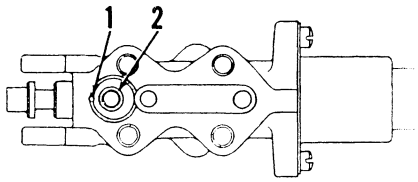

*Fig. MH35—Top view of Massey-Harris Pony control valve with hydraulic lines pad removed.*
When reinstalling control valve to the cylinder, make certain that the two "O" ring gaskets are properly located between the parting surfaces of the control valve and cylinder. When reinstalling the hydraulic lines pad to the control valve, make certain that the "O" ring gasket (2—Fig. MH35) is properly located, and that the pad gasket does not cover relief port (1). Tighten the four round head pad attaching screws to a torque of 7-9 foot pounds **only**. Remove hood and fill reservoir up to baffle; start engine and operate power lift several times; then fill reservoir up to baffle again, and replace hood.
72. **LOSS OF LIFTING POWER.** Indicates that hydraulic lines pad gasket on control valve is covering relief port (1—Fig. MH35) or the "O" ring gaskets which are located between the control valve and cylinder, hydraulic lines pad and control valve, hydraulic lines pad and reservoir, and/or reservoir and pump, are improperly seated. Renew gasket between pad and control valve, and install new "O" ring gaskets.